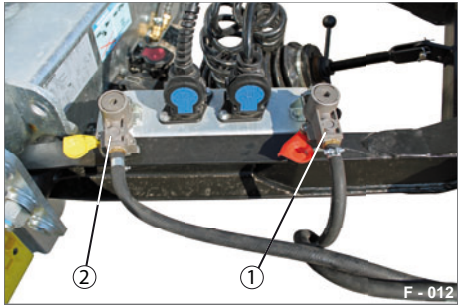

Abb. 15 Anschlüsse geparkt
▶ Drehen Sie die Kupplungsköpfe aus den Park-Halterungen der Park-Konsole (Abb. 15/3) heraus.
▶ Kuppeln Sie den Kupplungskopf „Bremse“ (Abb. 15/2) an.
▶ Kuppeln Sie den Kupplungskopf “Vorrat“ (Abb. 15/1) an.